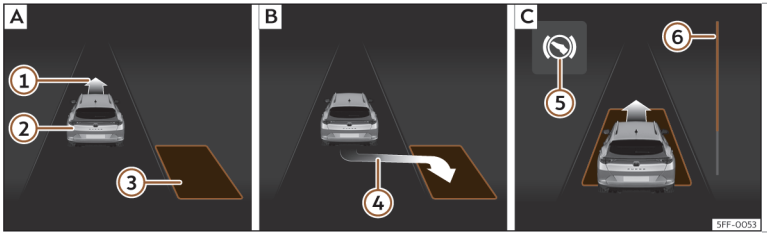
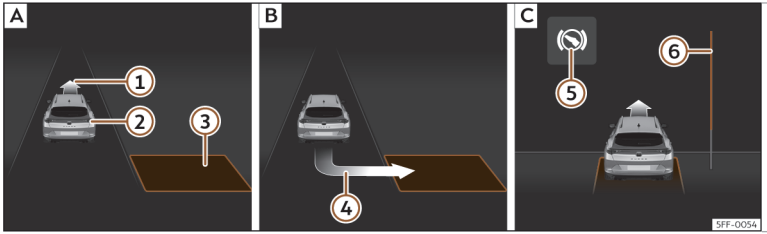

Fig. 180 En la pantalla del cuadro de instrumentos: aparcar en línea. A Buscar un hueco de aparcamiento. B Posición para aparcar. C Maniobrar.
Fig. 181 En la pantalla del cuadro de instrumentos: aparcar en batería. A Buscar un hueco de aparcamiento. B Posición para aparcar. C Maniobrar.
- Mire en la visualización de la pantalla del cuadro de instrumentos si se ha detectado el hueco como “apropiado” y si ha alcanzado la posición correcta para aparcar>>> **fig. 180** B o>>> **fig. 181** B. El hueco habrá sido considerado “apropiado” si en la pantalla del cuadro de instrumentos aparece la indicación de aparcar ④.
- Retroceda hasta que suene la señal continua del ParkPilot; **O BIEN:** retroceda hasta que en la pantalla del cuadro de instrumentos aparezca la indicación de dar marcha adelante››› **fig. 180** C o››› **fig. 181** C; **O BIEN:** retroceda hasta que en la pantalla del cuadro de instrumentos aparezca el mensaje **`Park Assist finalizado`**. La barra de progreso ⑥ indica la distancia que hay que recorrer››› **pág. 301**.
- Dé marcha adelante hasta que suene la señal continua del ParkPilot; **O BIEN:** dé marcha adelante hasta que en la pantalla del cuadro de instrumentos aparezca la indicación de dar marcha atrás. El sistema de aparcamiento asistido dirige el vehículo marcha adelante y marcha atrás hasta centrarlo en el hueco››› **fig. 180** C o››› **fig. 181** C.
La barra de progreso ››› **fig. 180** ⑥ y››› **fig. 181** ⑥ muestra simbólicamente en la pantalla del cuadro de instrumentos la distancia relativa que aún queda por recorrer. Cuanto mayor es la distancia, más llena está la barra de progreso. Al circular marcha adelante, el contenido de la barra de progreso disminuye hacia arriba, y al circular marcha atrás, disminuye hacia abajo.